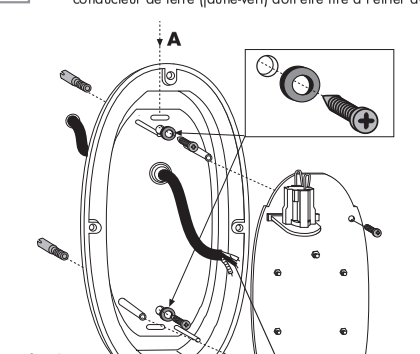

Fig.2a
- Togliere la piastra componenti. Inserire il cavo di alimentazione passando attraverso il passacavo e fissare la base dell'apparecchio tramite tasselli e viti idonee inserendo i gommini in dotazione **(fig.2a)**.
- Remove the components plate, insert the alimentation cable through the fairlead and fix the fitting base with small blocks and screws with the gasket in equipment **(fig.2a)**.
- Changer la platine de components, inserrer le cable dialimentation a travers le passé cable. Fixer liappareil avec les vis et le petit joint sur liequipement **(fig.2a)**.
- Nehmen die Komponentenplatte ab, setzen das Speisekabel durch den Kabeldurchgang ein und sichern die Basis des Apparat mit bel und higen Schauben **(fig.2a)**.
- Sacar la placa portaequipos, insertar el cable de alimentaciÛn a travet del presastopa y fijar la base del aparato con la tornilleDa adecuada y con la quima que lleva **(fig.2a)**.
Nota bene: per collegamento in cascata sfondare la sede predisposta nella base "A" indicata con la freccia **(fig. 2a)** e inserire idoneo pressacavo (non in dotazione)
Please note: for through wiring break the back part of the base "A" (indicate with the arrow **fig. 2a**) and insert the correct cable gland (not in the equipment)